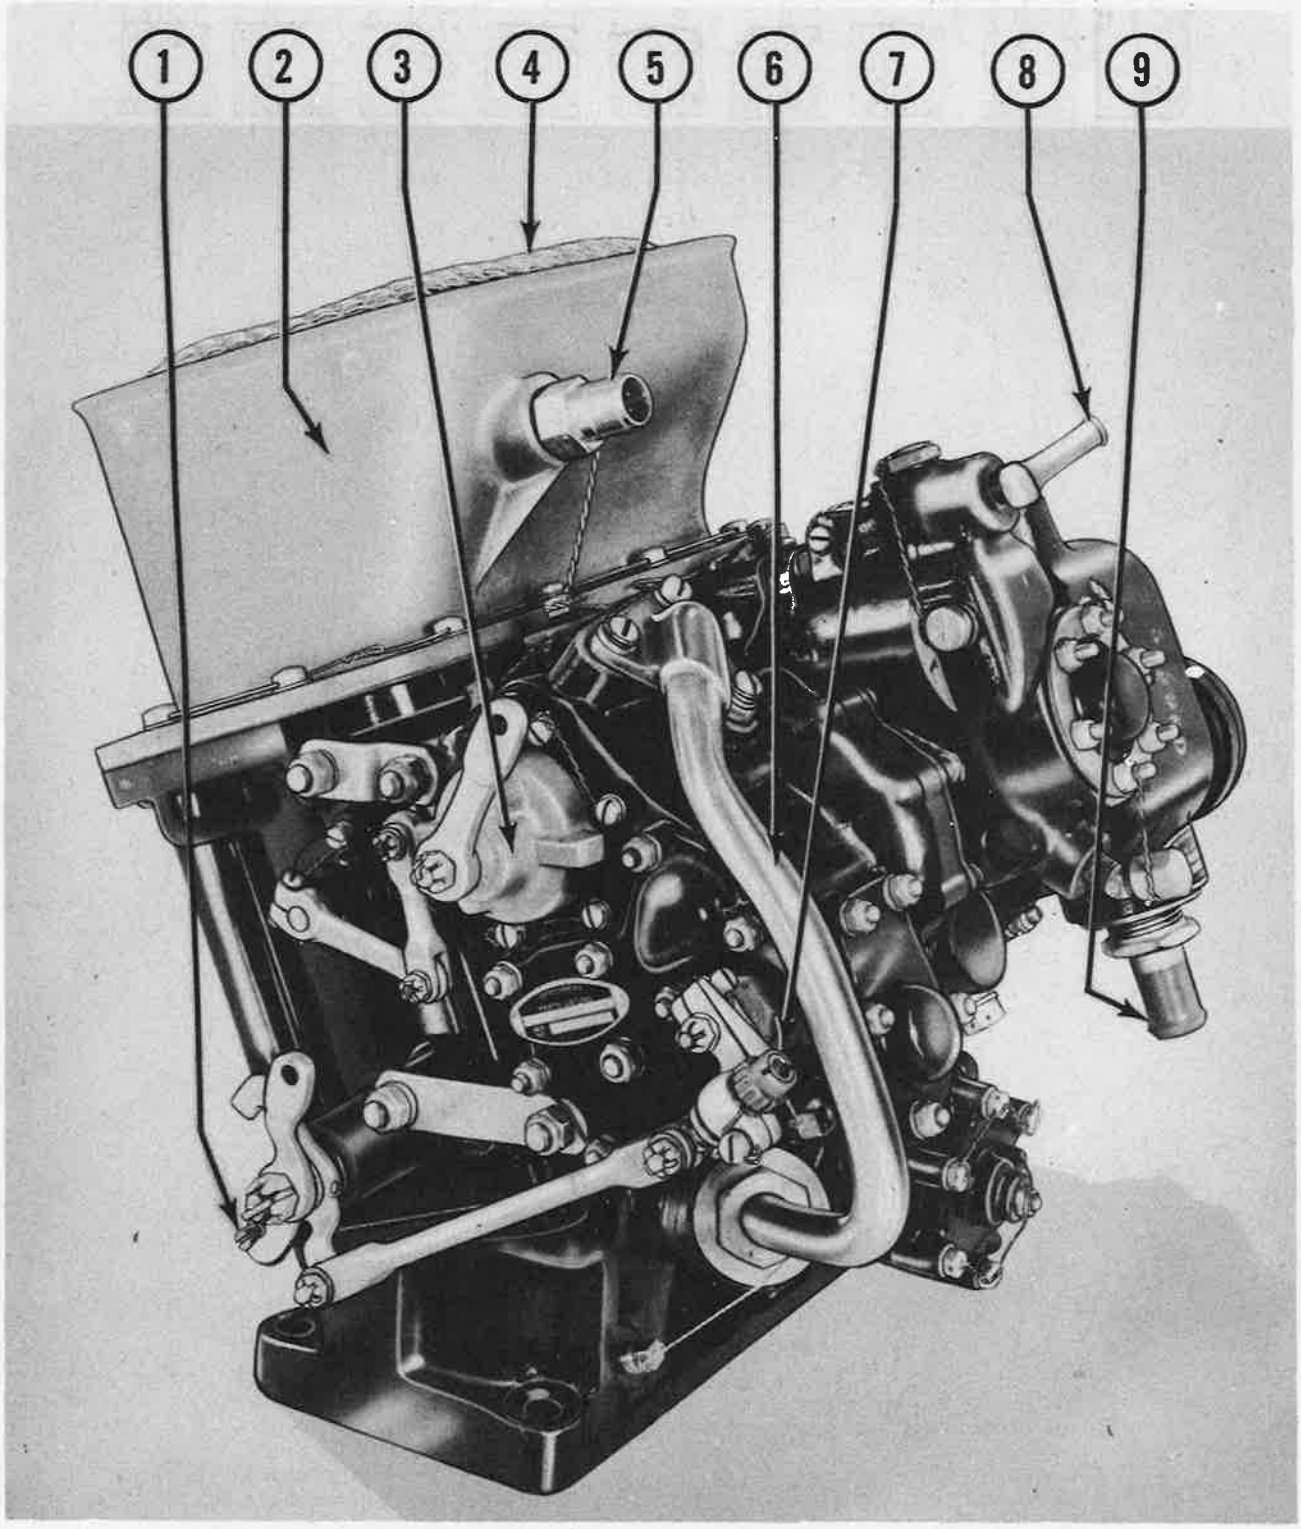

Figure 219—Bendix-Stromberg Injection Carburetor
(a) DESCRIPTION.—Engines on C-47 and C-47A airplanes are equipped with either PD12-H2 or PD12-H4 Bendix-Stromberg downdraft, injection carburetors (figures 219 and 220). Engines on all C-47B airplanes are equipped with either PD12-F2 or PD12-F5 carburetors of the same type, both of which are entirely interchangeable. The carburetor is divided into the following five parts: main throttle body, automatic mixture control unit, fuel regulator unit, fuel control unit, and an adapter unit. The impeller and blower section
b. Adjust the throttle stop (1, figure 219) until the engine is turning 400 to 500 rpm.
c. Adjust the idle adjusting mechanism (7, figure 219) to the best operating position with the engine idling.